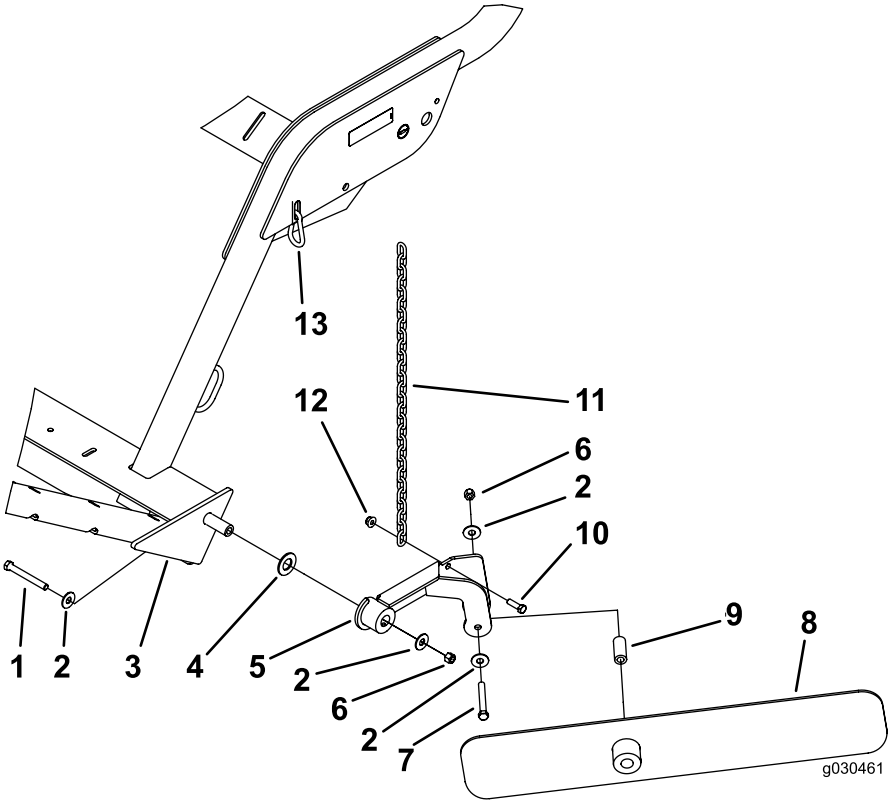

Figur 15
Obs: Placera komponenterna i enlighet med Figur 15.
2. Fäst strängläggningsbladet vid monteringsanordningen med en skruv (7/16 x 3 1/4 tum), två planbrickor, en distansbricka och en låsmutter (7/16 tum). Montera komponenterna i enlighet med Figur 15.
3. Fäst kedjan vid bladmonteringssatsen med en skruv (3/8 x 1 1/4 tum) och en flänsmutter (3/8 tum) (Figur 15).
4. Fäst kedjans andra ände vid öppningen i ramen med hjälp av snäppbygeln (Figur 15).